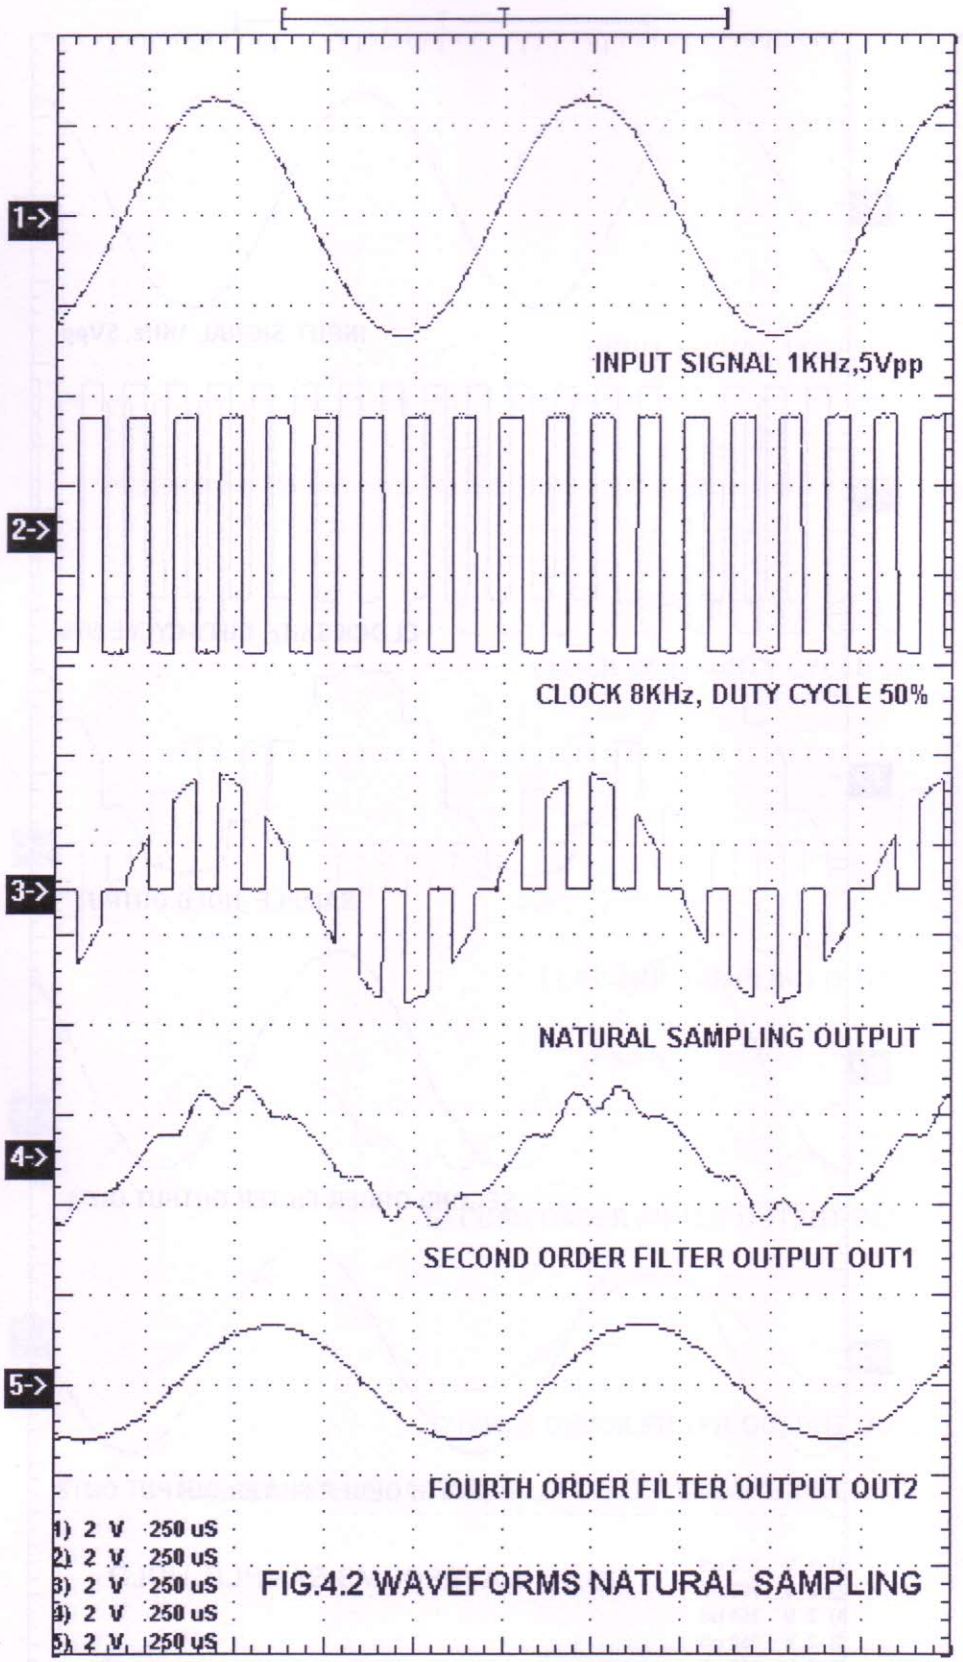

FIG.4.2 WAVEFORMS NATURAL SAMPLING
- Natural Sampled Signal and its corresponding reconstructed output of 2nd order Low Pass Butterworth Filter. (Fig. 4.2)
- Natural Sampled Signal and its corresponding reconstructed output of 4th order Low Pass Butterworth Filter. (Fig. 4.2)